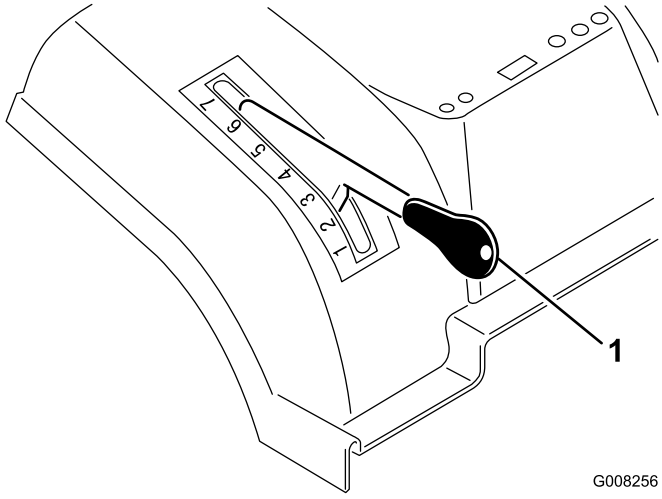

Figur 7
1. Tryck på och håll in klipphöjdsreglaget (Figur 7).